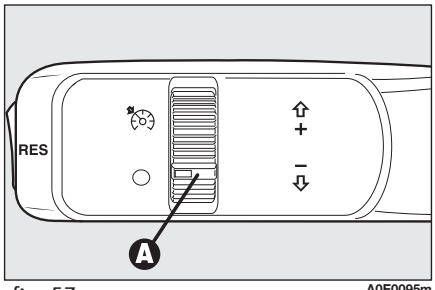

fig. 57
Turn knurled ring **A-fig. 57** to .
- ❒ turn the knurled ring **A-fig. 57** to and press the accelerator pedal to the required speed;
❒ turning the knurled ring **A-fig. 57** to **O**;
In the event of device malfunction or failure, turn the knurled ring A-fig. 57 to O and contact Alfa Romeo Authorized Services after checking the protection fuse integrity.